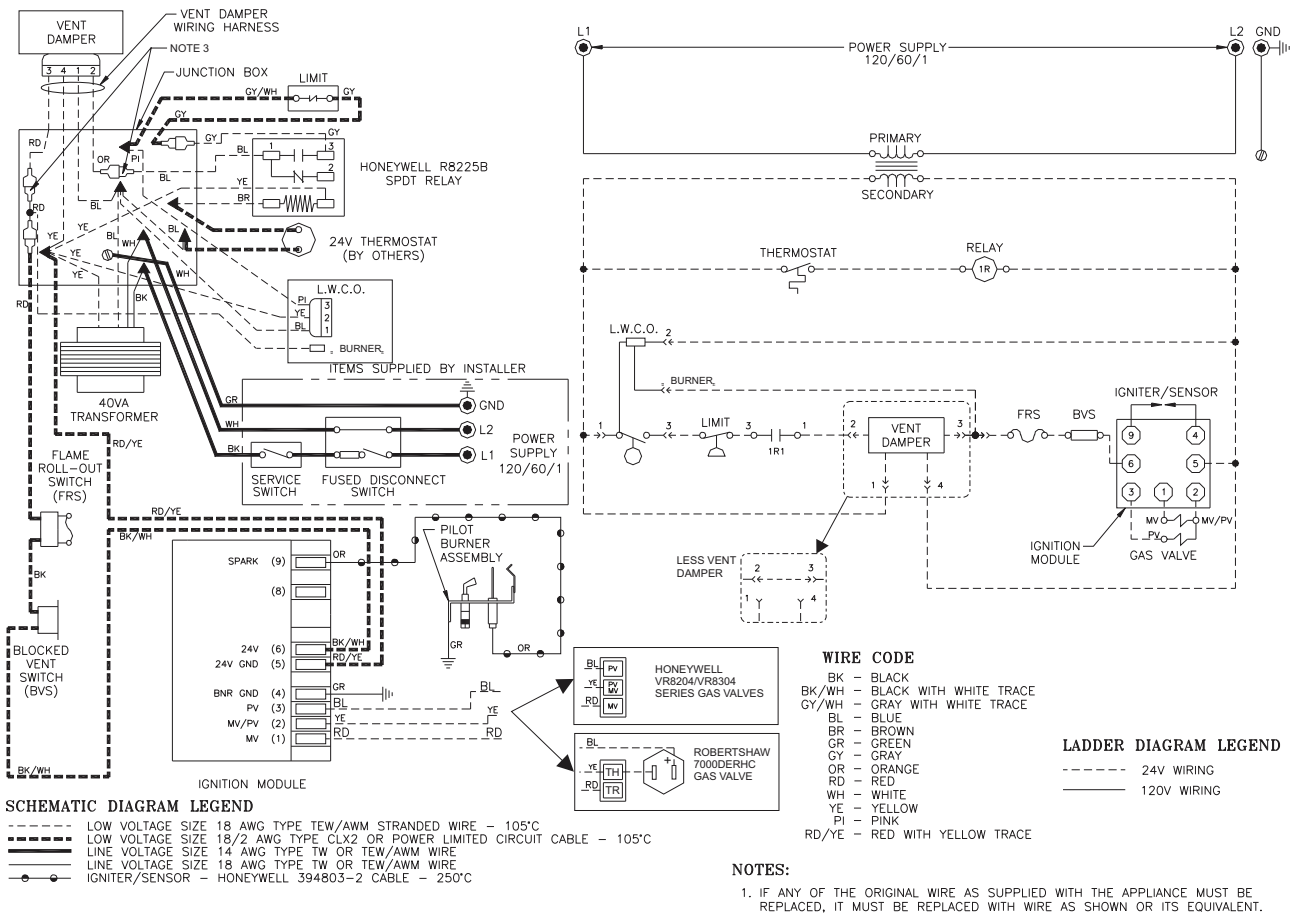

FIGURE 15: WIRING DIAGRAM, INTERMITTENT IGNITION AND HYDROLEVEL CG-400A LOW WATER CUTOFF
1) 120 Volt Wiring - The boiler should be provided with its own 15A branch circuit with fused disconnect. All 120 volt connections are made inside the junction box on the left side of the boiler. Remove the transformer to gain access to this box (also see Figure 15):
(Refer to Figure 15 for ladder and connection diagrams)